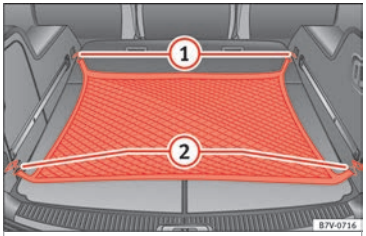

Fig. 172 In the luggage compartment: net used on secured baggage
- Hook the baggage net into the fastening rings ››› **Fig. 172** ① and ②.
- Carefully unhook the baggage net hooks from the fastening rings ››› **Fig. 172** ①. »
• Carefully unhook the baggage net hooks from the fastening rings ››› Fig. 172 ②.